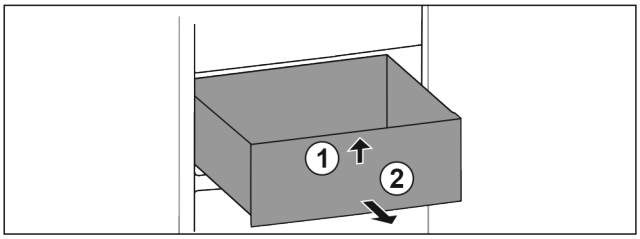

Fig. 14
▶ Sollevare dal lato anteriore *Fig. 14 (1)*.
▶ Rimuovere tirando in avanti *Fig. 14 (2)*.